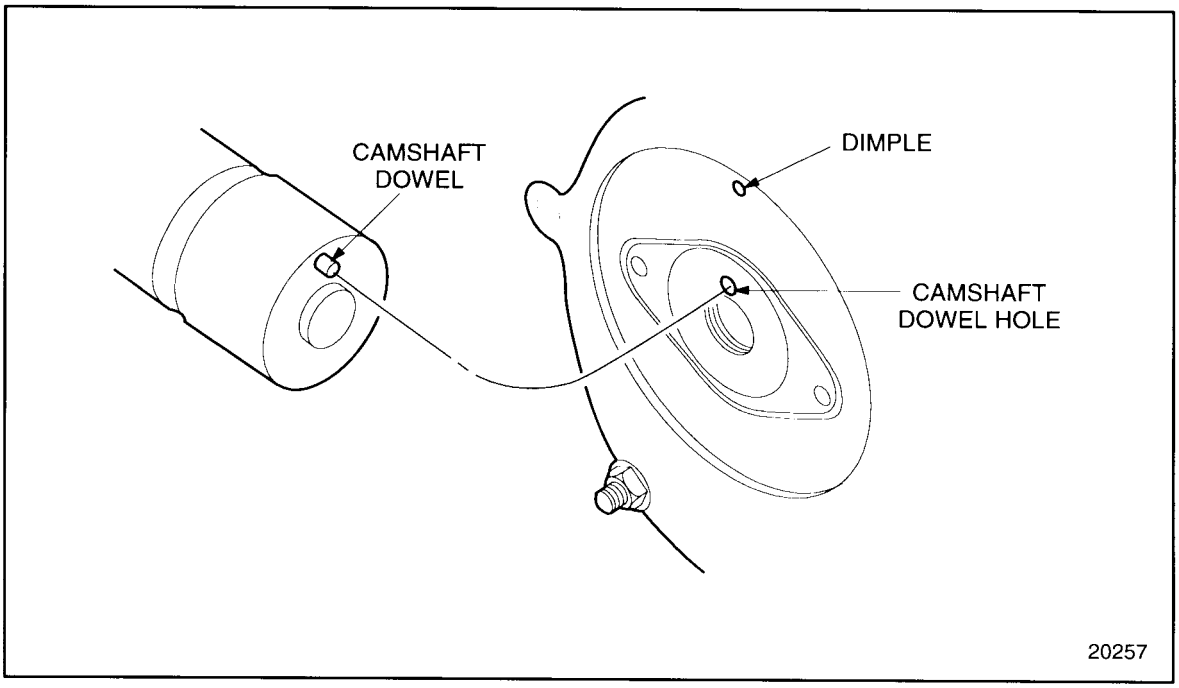

Figure 1-390 Indexing Camshaft Dowel
3. Before installing the camshaft dowel into the camshaft hub, ensure that the dimple in the thrust plate is located at the 12 o'clock position to properly position bolt holes to cam cap and cylinder head. See Figure 1-390.